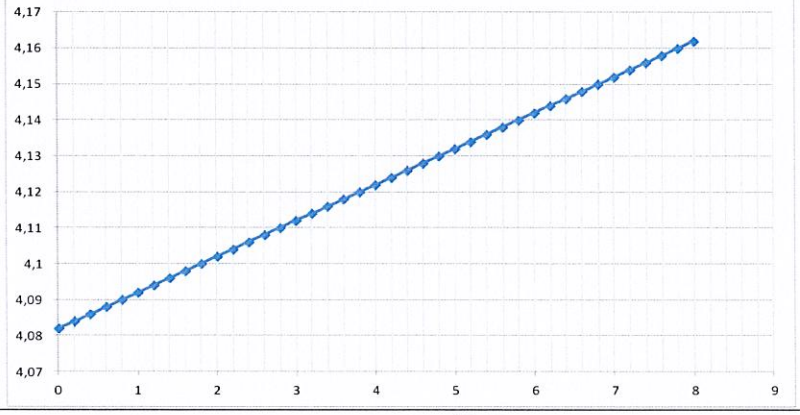

Figure 5 : Évolution du paramètre de maille de la solution solide $(Fe)_{Ni,Co}$ en fonction de la quantité de Mo.
8. La figure 5 donne l'évolution du paramètre cristallin « a » de cette solution solide $(Fe)_{Ni,Co}$ en fonction de la teneur en molybdène Mo, exprimée en pourcentage atomique. Seule la distance relative à la position de la première raie de diffraction des rayons X de cette solution solide est connue (a=2,387Å). A partir du diagramme de la figure 5, déterminer la quantité de Mo présente en solution solide.